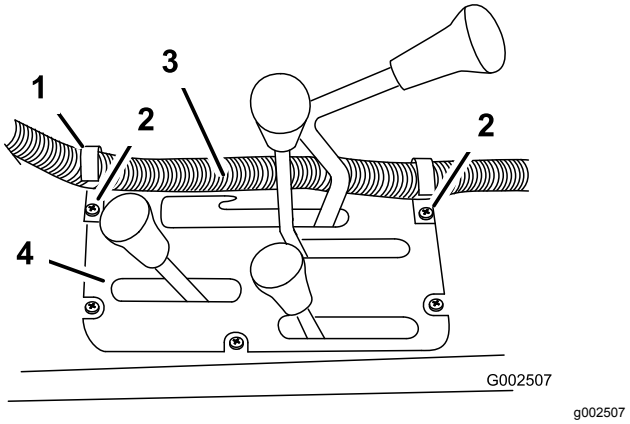

Figur 16
4. Monter to J-clips i centerkonsollen på de punkter, der kan ses i Figur 16, ved hjælp af de eksisterende skruer.